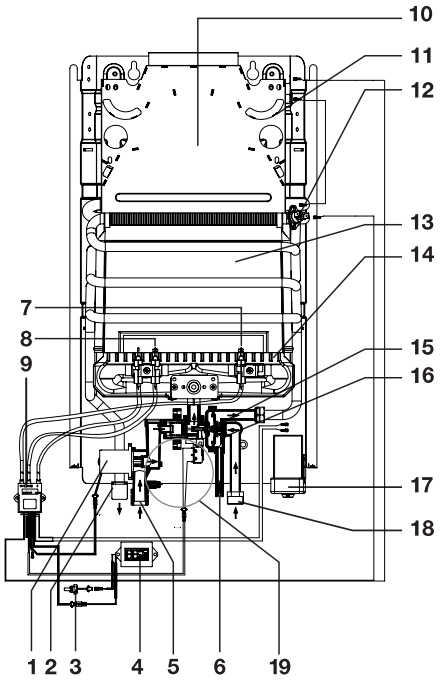

Рис. 4
- открутите сливную заглушку (*6 на схеме устройства, рис. 4*), для того, чтобы из водонагревателя вылилась вся вода;